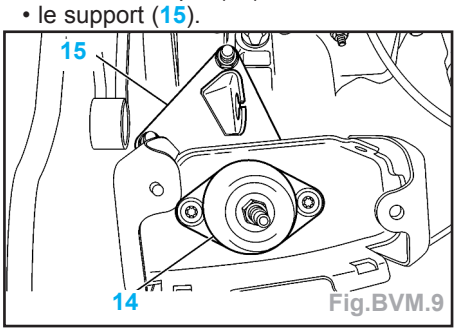

Fig.BVM.9
- Accrocher la boîte de vitesses en (B).
- Déposer (Fig.BVM.9) :
- la cale élastique (14),
- le support (15).